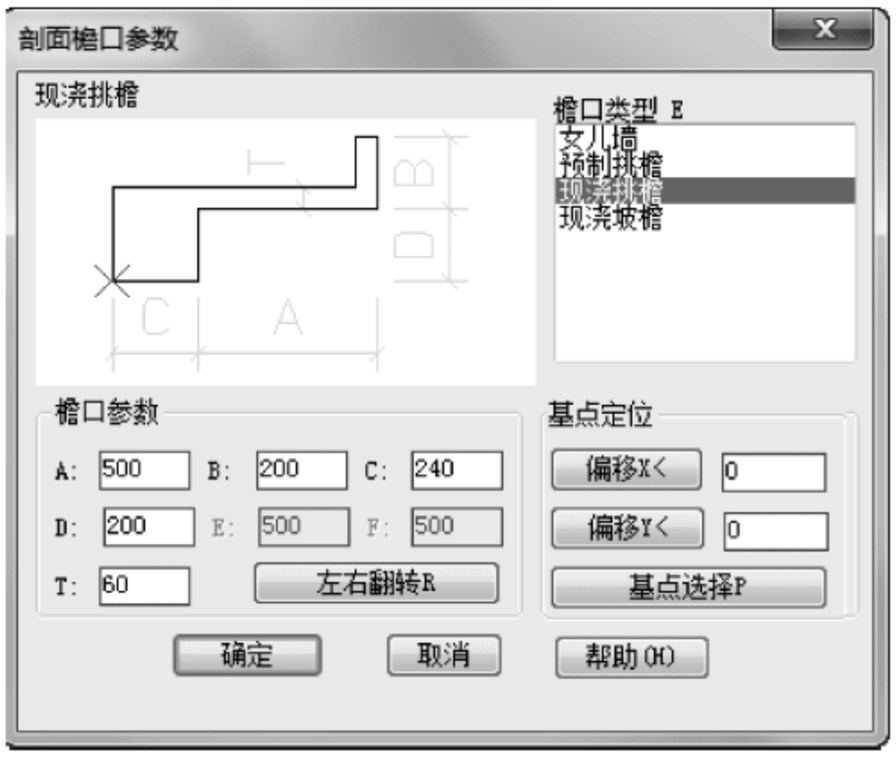

图 17-108　“剖面檐口参数”对话框
(1) 打开需要生成剖面檐口的立面图，单击菜单中的“剖面”→“剖面檐口”命令，打开的对话框如图 17-108 所示，在“檐口类型”中选择“现浇挑檐”。在“檐口参数”中输入数据，选择“左右翻转”，在基点定位中输入基点向下偏移的数值。